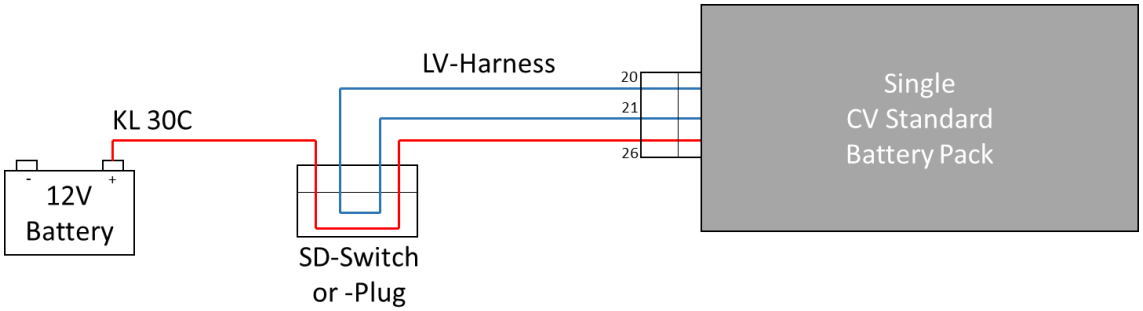

Figure 22: Connection scheme of the service disconnect concept
- Pin 26 of the LV-connector (red line in Figure 22)
- Pins 20 and 21 of the LV-Connector (blue line in Figure 22)